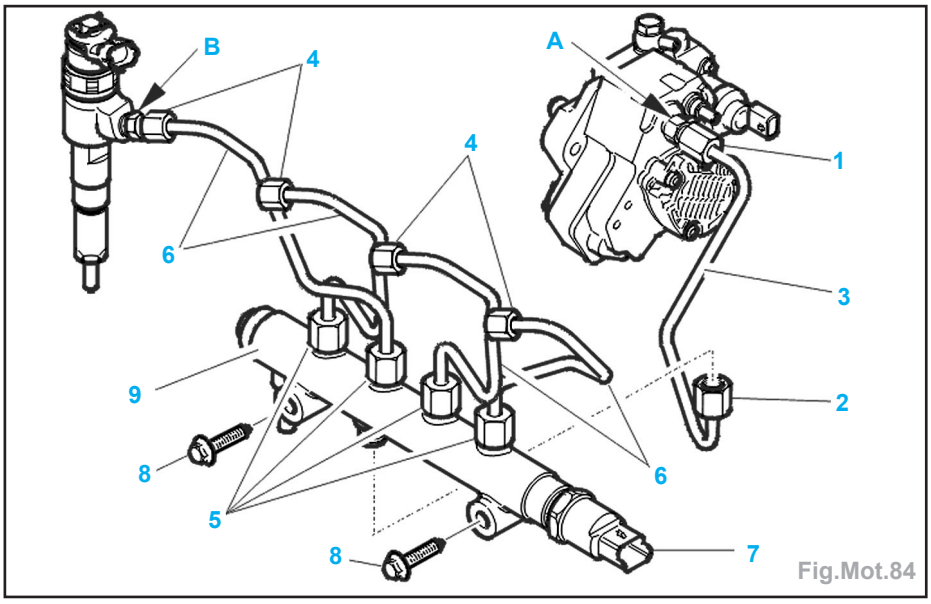

Fig.Mot.84
- Maintenir l'embout (A) (Fig.Mot.84).
- Desserrer le raccord de sortie de pompe (1).
- Desserrer le raccord d'entrée de rampe d'injection (2).
- Déposer le tuyau (3).
- Maintenir l'embout (B).
• les raccords (4) sur les injecteurs Diesel.
• les raccords (5).
- Déposer les tuyaux (6).